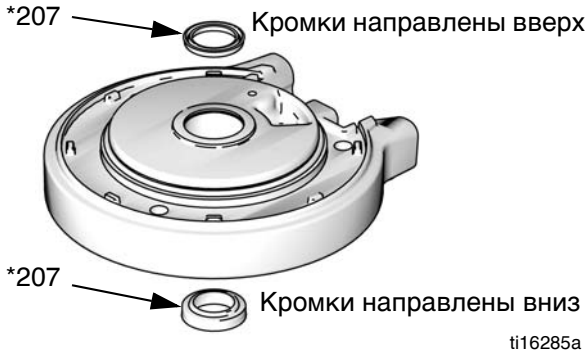

Рис. 13. Установка П-образных уплотнительных колец пневмодвигателя
1. Нанесите смазку на уплотнительное кольцо (202*) и установите его на верхнюю крышку (210).
2. Нанесите смазку на внутреннюю поверхность цилиндра (205). Опустите цилиндр на верхнюю крышку (210).
3. Установите защитный экран (206) на цилиндр (205) в канавку на верхней крышке (210).
4. См. Рис. 13. Нанесите смазку на новое П-образное уплотнительное кольцо (207*) и наденьте его на нижнюю часть опоры в нижней крышке (201). Кромки кольца должны быть направлены вниз. Нанесите смазку на новое П-образное уплотнительное кольцо (207*) и наденьте его на верхнюю часть опоры. Кромки кольца должны быть направлены вверх. Установите фиксирующее кольцо (217).